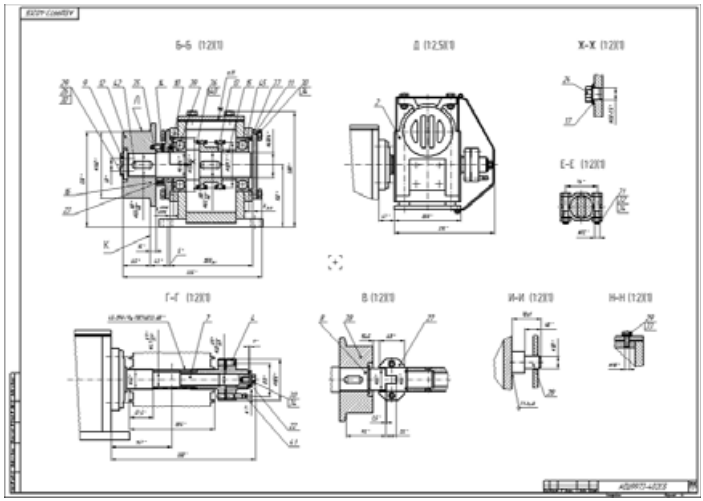

Рис. 1.3
- Нажмите кнопку **Open** (Открыть) — в программном окне системы открыт указанный чертеж (рис. 1.3).